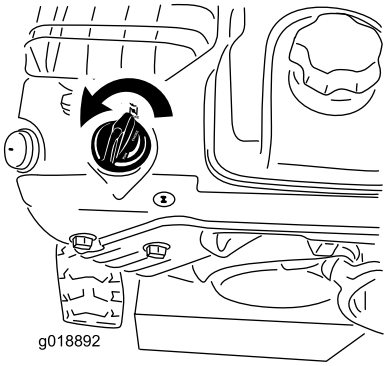

Figur 24
5. Flytta choken till chokeläget (Figur 24).